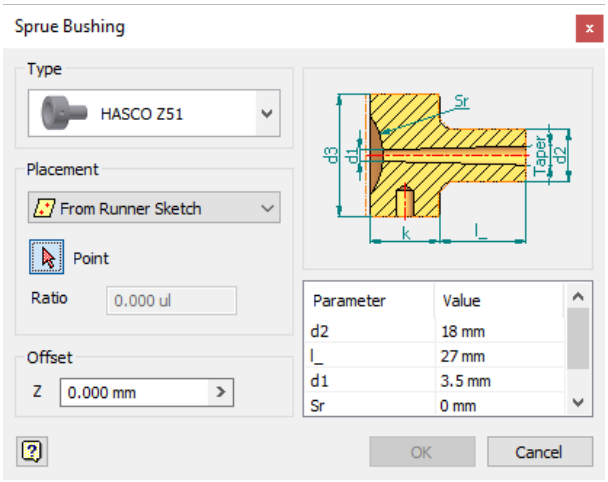

Figure 19-66 *The* ***Sprue Bushing*** *dialog box*
1. Choose the **Sprue Bushing** tool from the **Mold Assembly** panel in the **Mold Assembly** tab of the **Ribbon**; the **Sprue Bushing** dialog box is displayed, as shown in Figure 19-66.